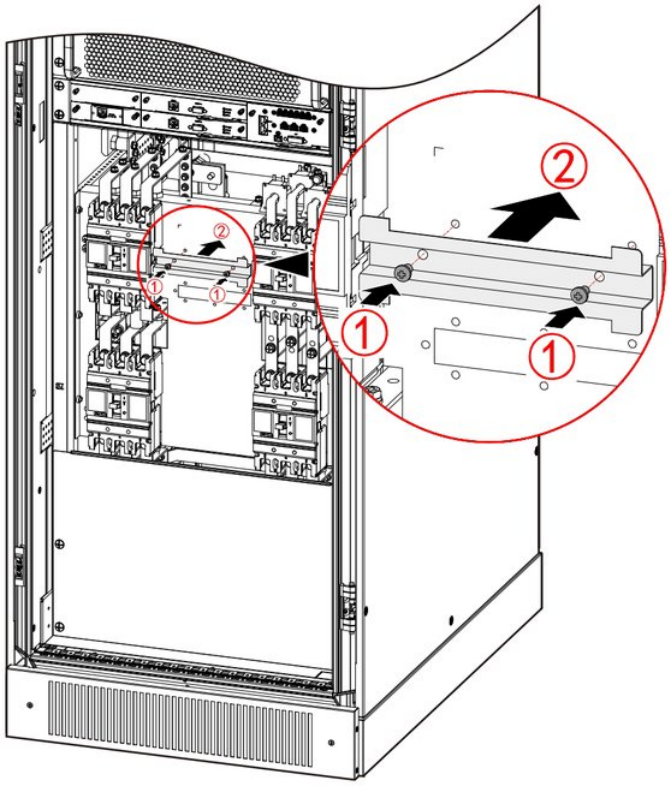

FIGURA 3-19 Montaggio della piastra di fissaggio dello scaricatore
3. Montare la piastra di fissaggio dello scaricatore di sovratensione, come mostrato nella Figura 3-19.